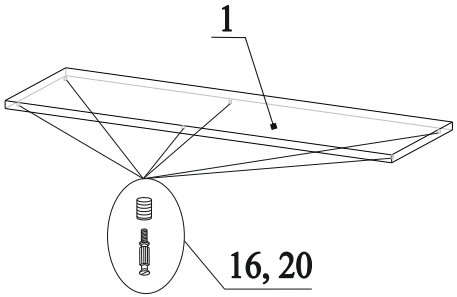

Рис.2
1. В отверстия на детали 1 вбить муфты 20 и вкрутить в них дюбеля 16 (рис.2);